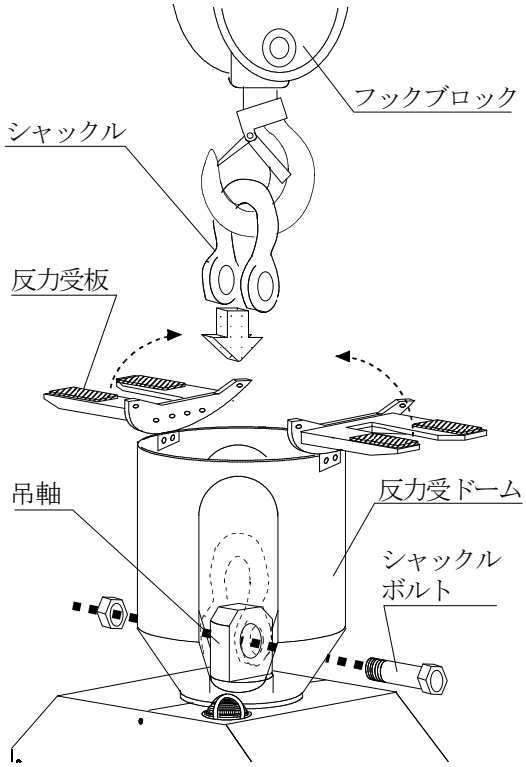

図４．フックの取付
②次にクランプノブを緩め、反力板を左右に開きます。（図４）
２）充電確認と充電（図４）